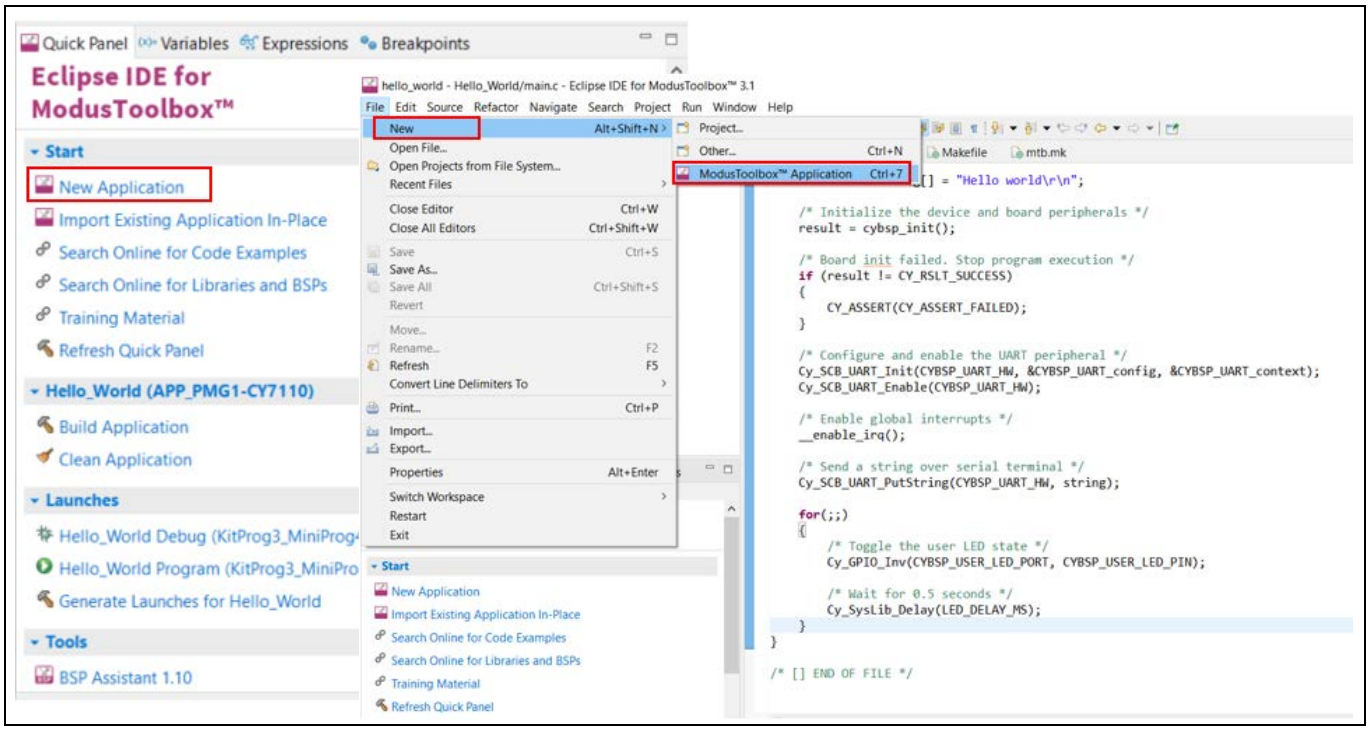

Figure 9 新しい ModusToolbox™アプリケーションの作成
2. **Quick Panel** に移動し、**Start** の下にある **New Application** をクリックします。または、Figure 9 に示すように、**File** > **New** > **ModusToolbox™ Application** を選択することもできます。